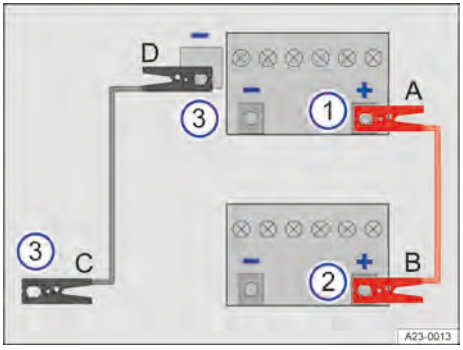

Fig. 204 Esquema para la conexión de los cables de arranque.
Los cables de arranque solo se deberán conectar siguiendo el orden A–B–C–D → Fig. 204.
2. Conecte un extremo del cable de arranque rojo a la toma positiva para la ayuda de arranque del vehículo con la batería de 12 voltios descargada → Fig. 204 ①.
3. Conecte el otro extremo del cable de arranque rojo al polo positivo de la batería del vehículo que suministra la corriente → Fig. 204 ②.
4. Conecte un extremo del cable de arranque negro preferentemente a la toma para la ayuda de arranque, masa, del vehículo con la batería de 12 voltios que suministra la corriente → Fig. 204 ③.
O bien: si no hay ninguna toma para la ayuda de arranque, masa, conecte el extremo del cable de arranque negro al bloque motor o a una pieza de metal maciza atornillada fijamente al bloque motor del vehículo con la batería de 12 voltios que suministra la corriente → Fig. 204 ③.
5. Conecte el otro extremo del cable de arranque negro a la toma para la ayuda de arranque, masa, del vehículo con la batería de 12 voltios descargada → Fig. 204 ③.
O bien: si no hay ninguna toma para la ayuda de arranque, masa, conecte el extremo del cable de arranque negro al bloque motor o a una pieza de metal maciza atornillada fijamente al bloque motor del vehículo con la batería de 12 voltios descargada → Fig. 204 ③.